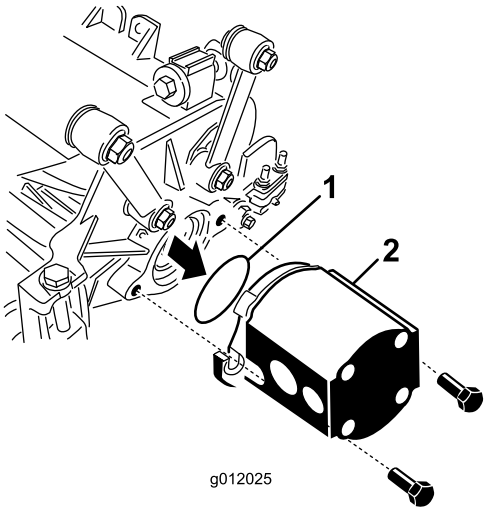

Figur 24
5. Sett på O-ringen (som følger med klippeenheten) på drivmotorens flens (Figur 24).
6. Monter motoren til drivenden av klippeenheten og fest den med to hodeskruer som følger med klippeenheten (Figur 24).